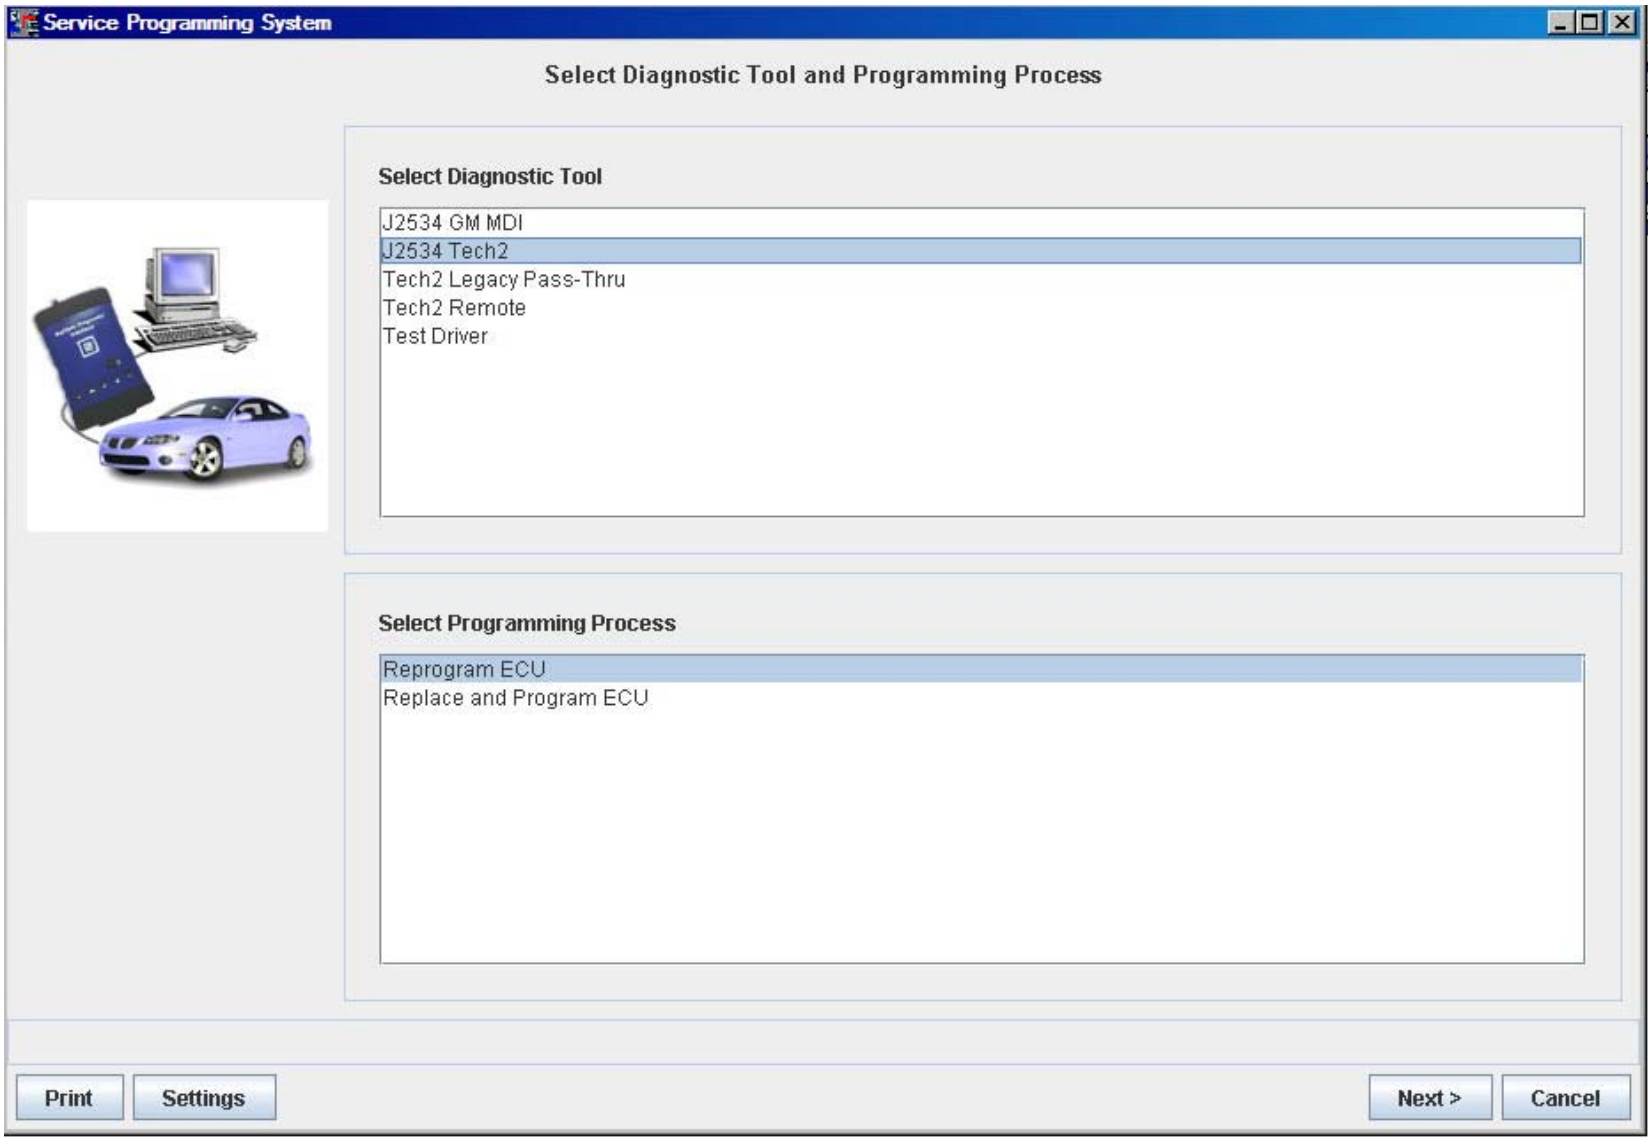
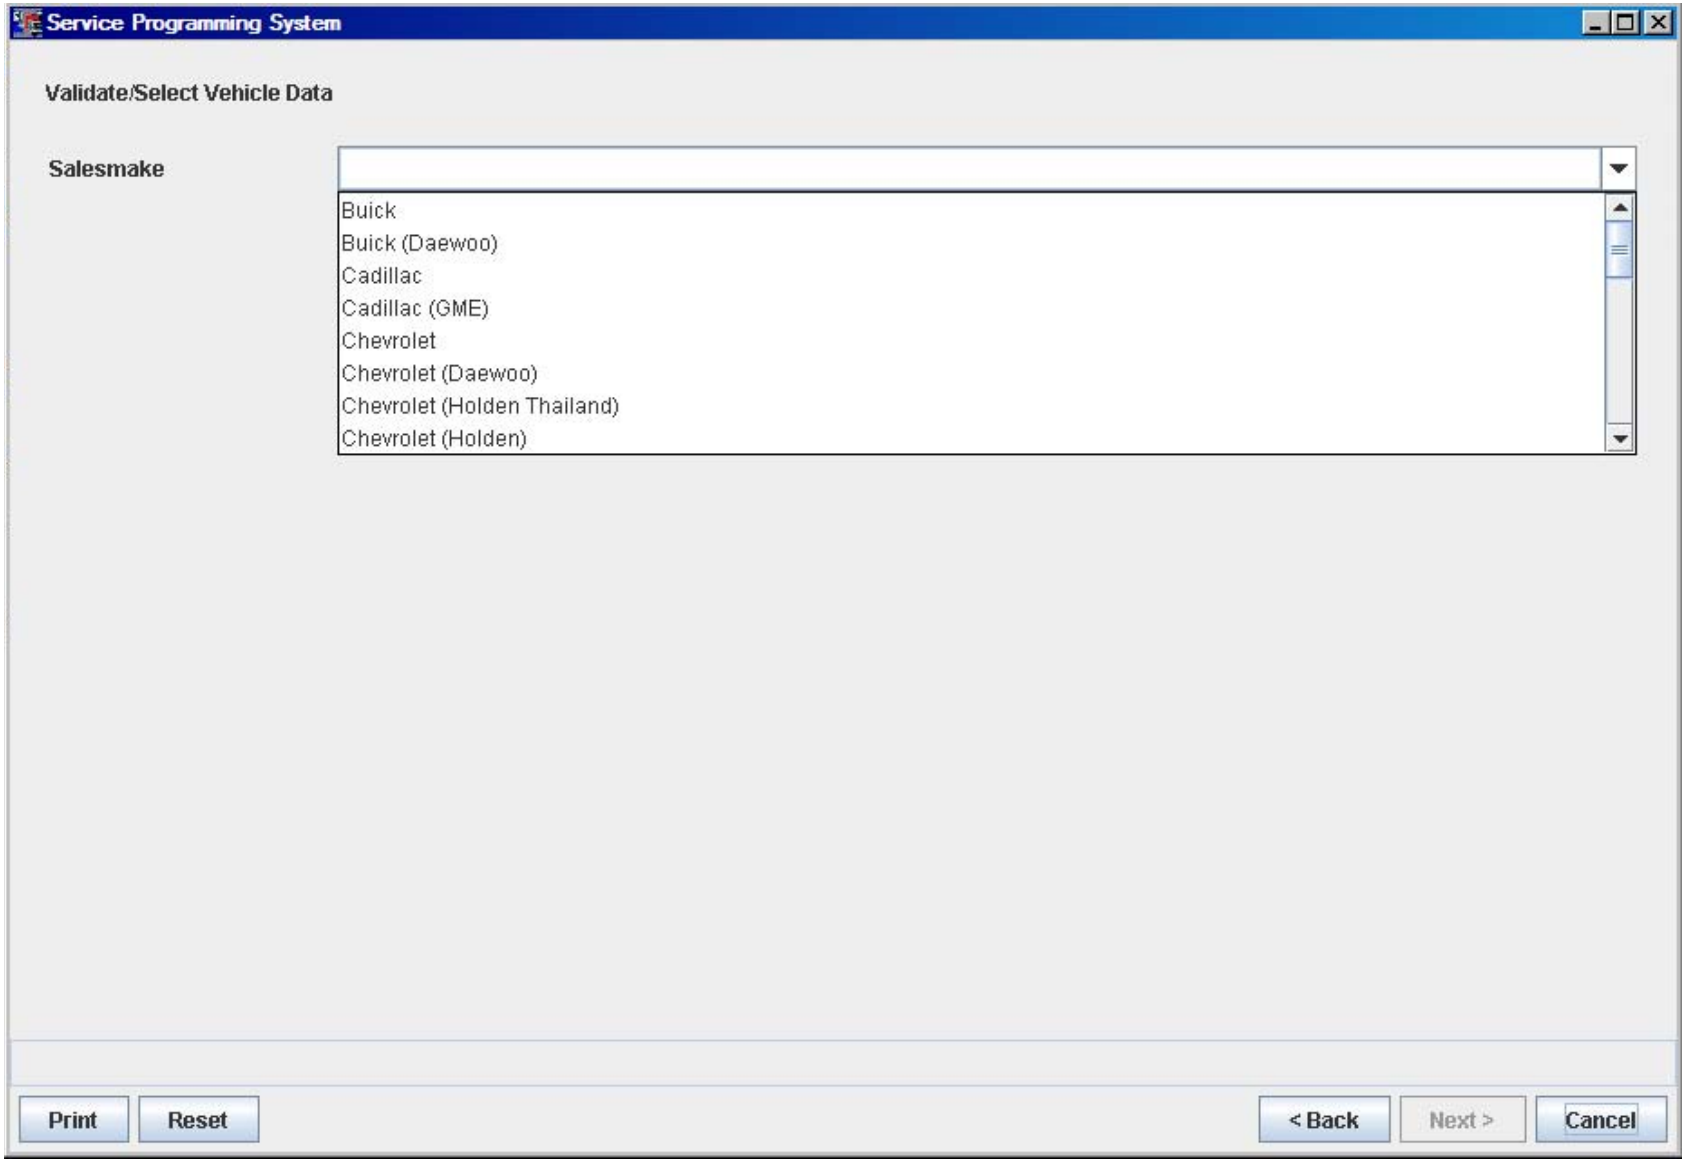

FIGURE IV-11.
FIGURE IV-13.
4. Select “Next” to “Sales Make” screen (Figure IV-11). Complete all terminal directed data until “Next” is highlighted (vehicle data will vary). Select **“Next.”** You may or may not get a pop-up screen (Figure IV-12). Make sure correct VIN is displayed. If VIN is incorrect or missing enter the correct VIN (Figure IV-13).